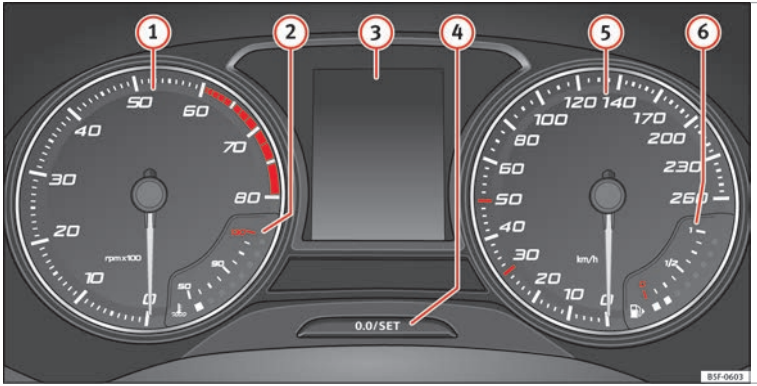

Fig. 119 Instrument panel, on dash panel.
Details of the instruments ››› **Fig. 119**:
The rev counter indicates the number of engine revolutions per minute ››› Fig. 119 ①.
Never allow the rev counter needle ① ››› Fig. 119 to go into the red zone on the scale for more than a very brief period, otherwise there is a risk of engine damage.
A variety of information can be viewed on the instrument panel display ››› Fig. 119 ③, depending on the vehicle equipment:
- Briefly press the button ››› Fig. 119 4 to reset the trip recorder to 0.
- To set the time, keep the button ››› Fig. 119 4 pressed for more than 3 seconds to select the hour or minute display.
Hold the button ››› Fig. 119 (4) down for more than 15 seconds to display the identifying letters of the vehicle engine (MKB). To do this, the ignition must be switched on and the engine switched off.